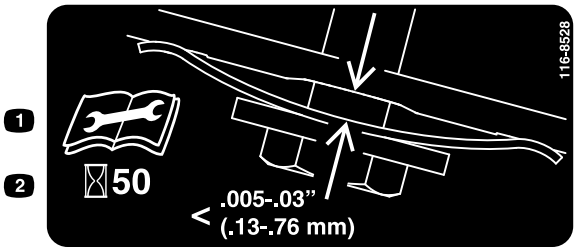

Figur 35
4. Hold en søgelære, der er indstillet til mellem 0,13 og 0,76 mm, mod siden, og skyd den ned bag bæltespændingsfjederen. Se Figur 35.